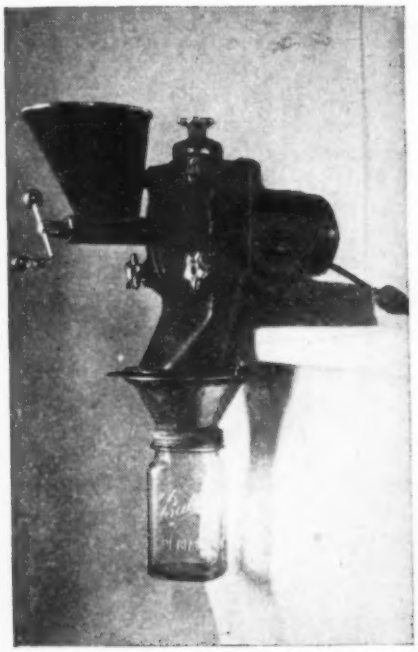

Fig. 1 — Laboratory-pulverizer design minimizes moisture loss during grinding of sample. Mill discharges to quart jar which is later capped with airtight lid
**Preparation of sample:** A one-quart sample that will pass the ¼-in. sieve goes to the laboratory, where it is emptied into the hopper of a Raymond laboratory pulverizer fitted with a quart Mason jar to receive ground coal, Fig. 1. No moisture loss results because the design minimizes air flow through the mill during the grinding process. The pulverizer grinds the sample to minus 200 mesh in about three minutes. Capping the quart jar with an airtight lid readies the sample for analysis which should follow immediately to prevent oxidation of freshly ground coal.